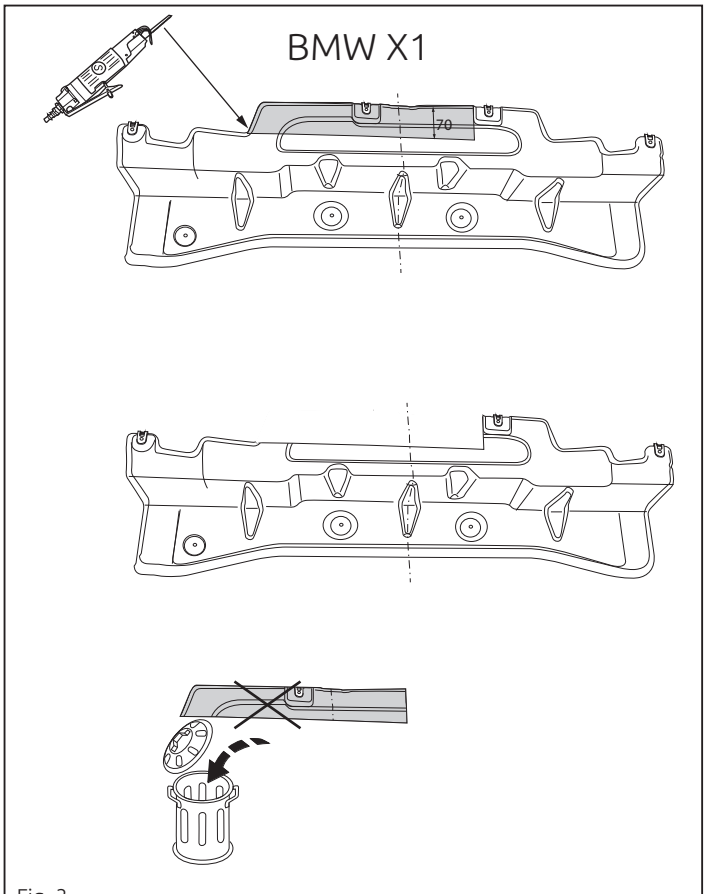

Fig. 3
2. **For BMW X1 vehicles, the following applies:** Remove the heat shield. Saw a portion out of the heat shield as shown in figure 3.
2. **Für BMW X1-Fahrzeuge gilt:** Das Hitzeschild abmontieren. Gemäß der Abbildung 3 ein Stück aus dem Hitzeschild sägen.
2. **Pour les modèles à BMW X1:** Déposer le bouclier thermique. Découper un morceau du bouclier thermique conformément à la figure 3.
2. **Para los vehículos BMW X1 se hará lo siguiente:** Retirar el escudo térmico. Corte una parte del escudo térmico tal como se indica en la imagen 3.